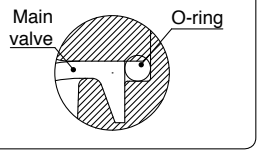

Fig. 1 Valve position
1) Assemble the main valve (sub-valve) to the body. The main valve (sub-valve) has a required mounting direction. **Assemble the valve referring to Fig. 1.**